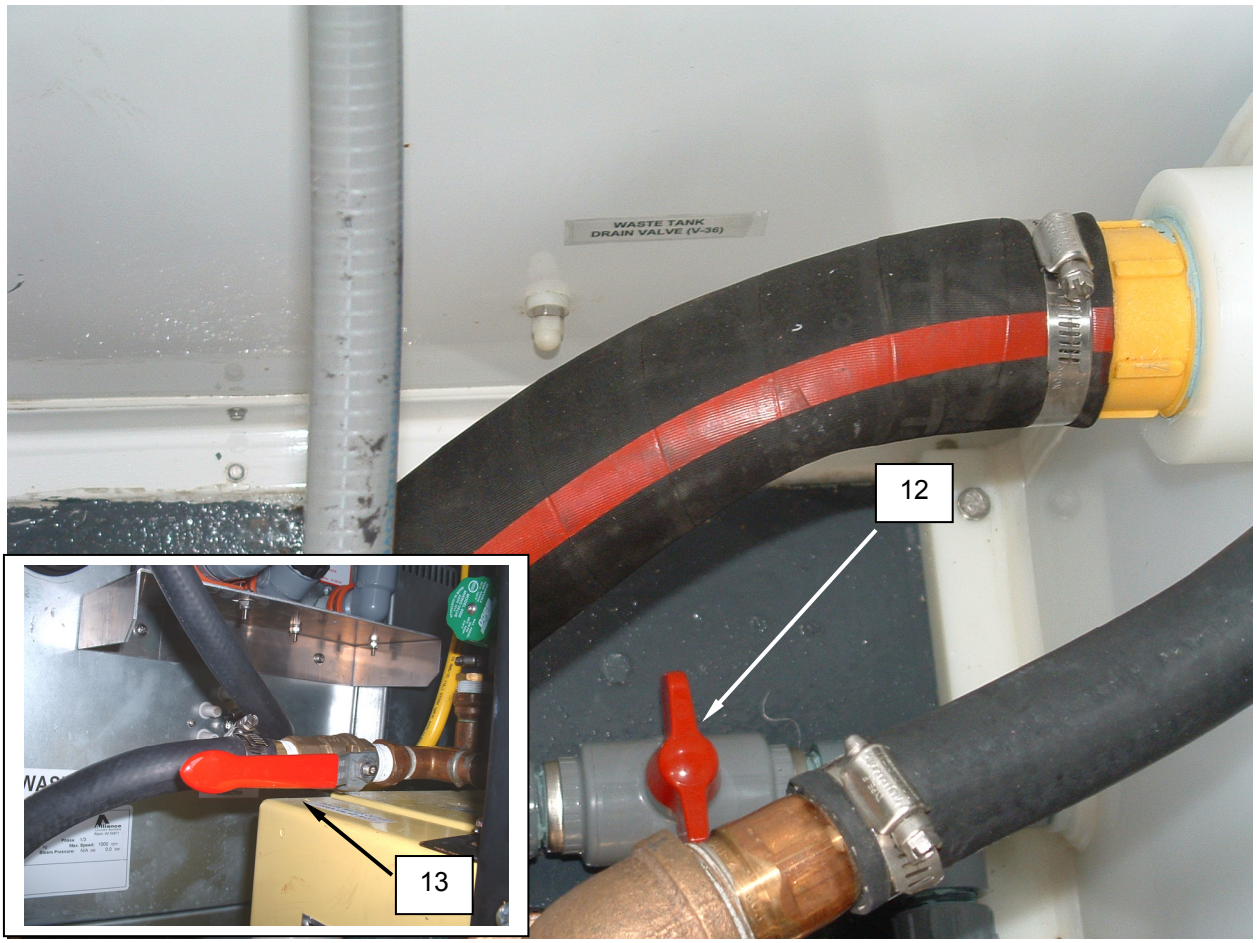

Figure 9. Close the Drain Tank Drain Valve.
7. Close the drain tank drain valve **(Figure 9, Item 12)**.
8. Close the boiler drain valve **(Figure 9, Item 13)**.